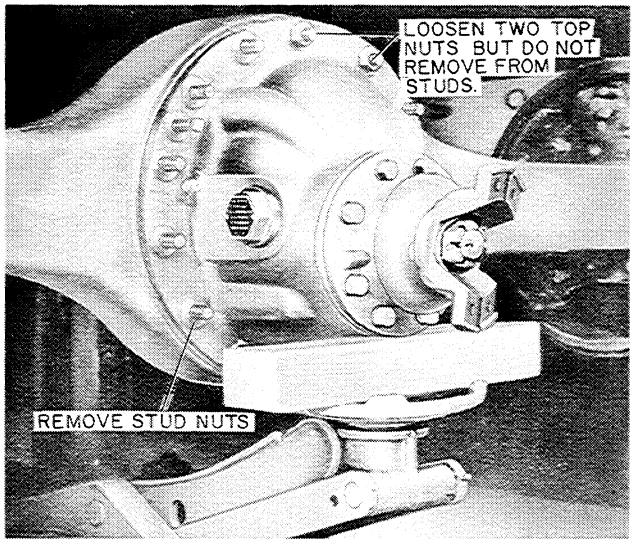

Figure T-26
3. Remove all of the carrier to housing stud nuts, except the two top nuts, Figure T-26.
Loosen the two top nuts, but do not remove from studs. This will prevent the carrier from falling when it is broken loose from the housing, Figure T-26.